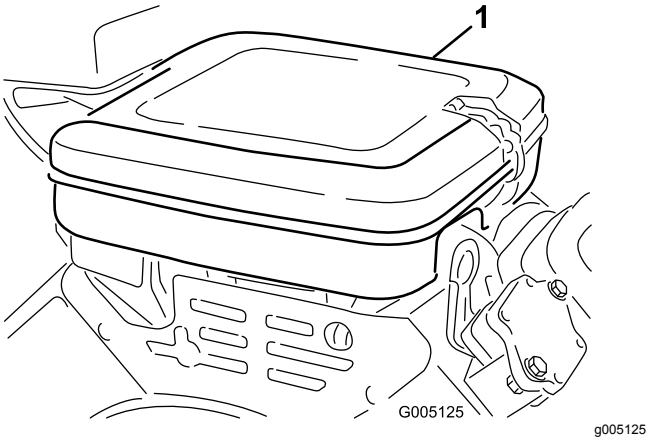

Figur 28
1. Rengjør luftrenserdekselet (Figur 28).